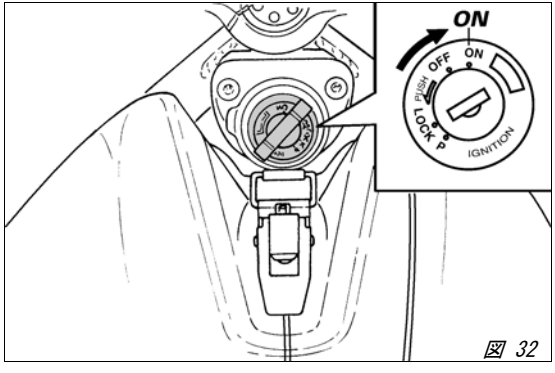

図 32
1) イグニッションキーを **ON** の位置にします（図 32)。メーターパネルのグリーンのパイロットランプ **N** と赤のパイロットランプ が点灯していることを確認します。